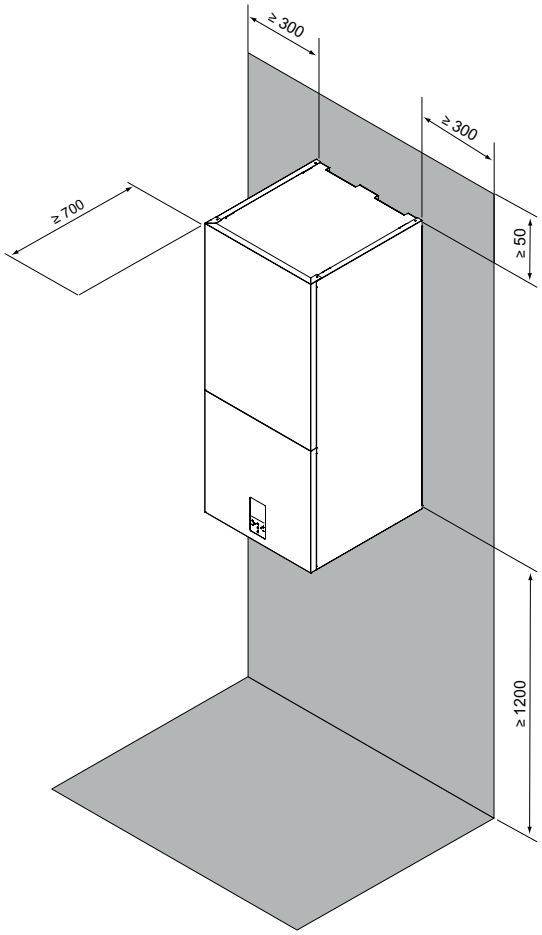

fig. 9 - área operativa mínima para la unidad interior
- El espacio alrededor de la unidad es adecuado para el mantenimiento, consulte fig. 9.